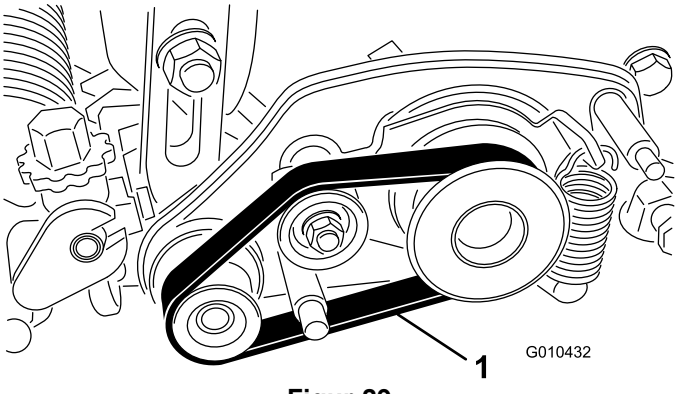

Figur 29
2. Ta bort remmen från drivskivan, mellanremsskivan och skivenheten (Figur 29).